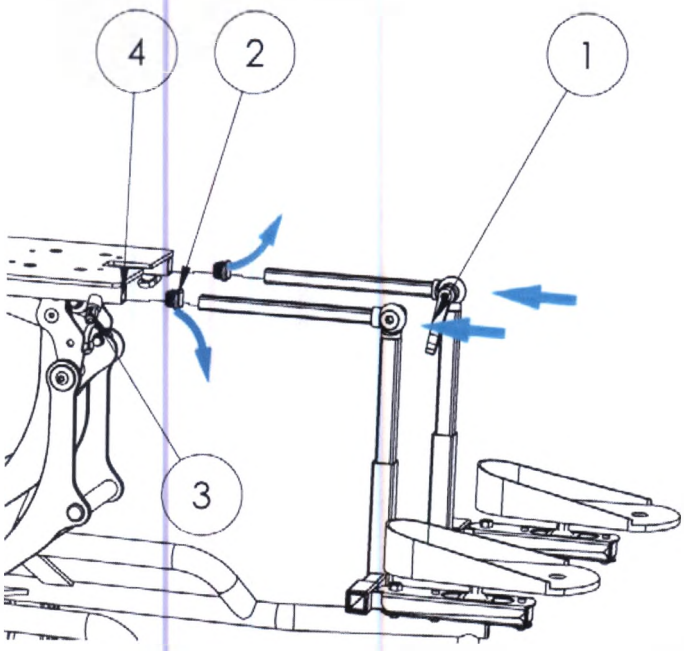

Рис. 19
Рама В (домашняя) имеет возможность установки подножек *Рис. 19*. Для установки подножек (1) удалите заглушки из профилей 20х20мм (2), отверните монтажную рукоятку (3) так, чтобы профили подножки свободно вставлялись в монтажные отверстия (4). После установки подножек в нужное положение затяните монтажную рукоятку (3)